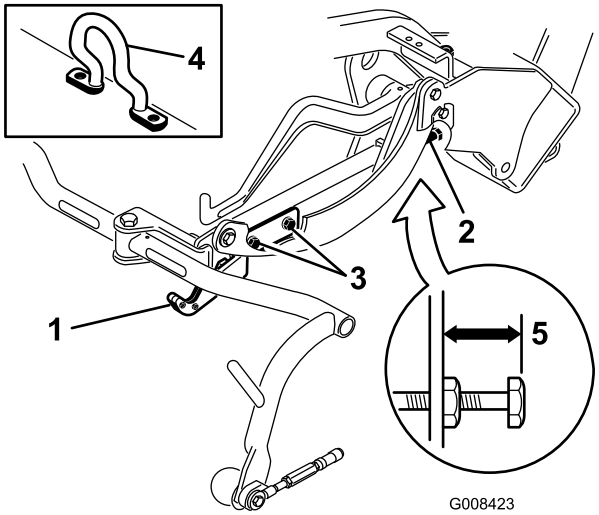
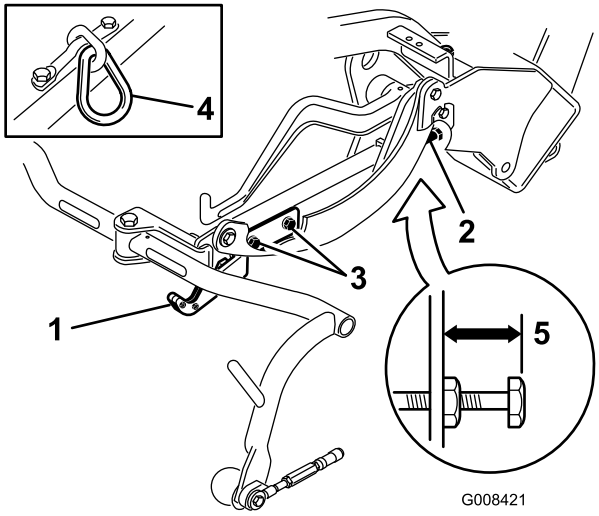
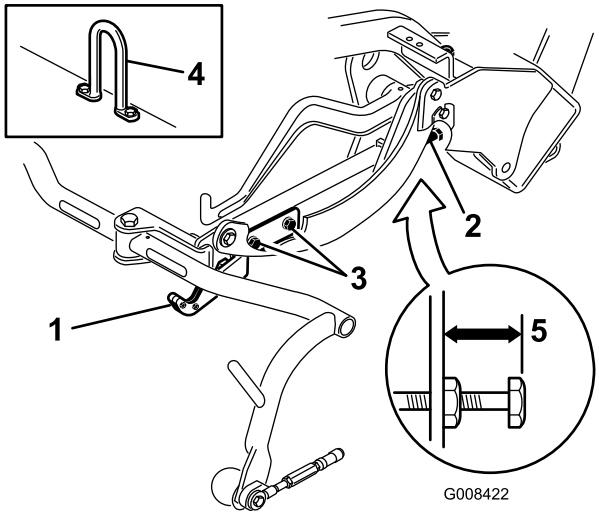

Figur 12
Figur 13
Figur 14
Sjekk transporthøyden (Figur 13 og Figur 14), og juster om nødvendig.
2. På klippeenheter utstyrt med en forskjøvet løftekobling (Figur 12, innfelt), kontroller at avstanden fra toppen av justeringsskruen på bærerammen til baksiden av bærerammen er 25 mm. Hvis avstanden ikke er 25 mm, fortsett til trinn 4.
3. På klippeenheter utstyrt med en kjedekobling eller en rett løftekrok (Figur 13 og Figur 14, innfelt) kontroller at avstanden fra toppen av justeringsskruen på bærerammen til baksiden av bærerammen er 22 mm. Hvis avstanden ikke er 22 mm, fortsett til trinn 4. Hvis klippeenheten er utstyrt med en forskjøvet løftekobling (Figur 12), fortsett til neste trinn.
4. Løsne festeskruene for transportplaten (Figur 13, Figur 14 og Figur 12).
(Figur 12, Figur 13 og Figur 14). Drei skruen utover for å heve, og innover for å senke. Stram sikringsmutteren når høyden er korrekt.